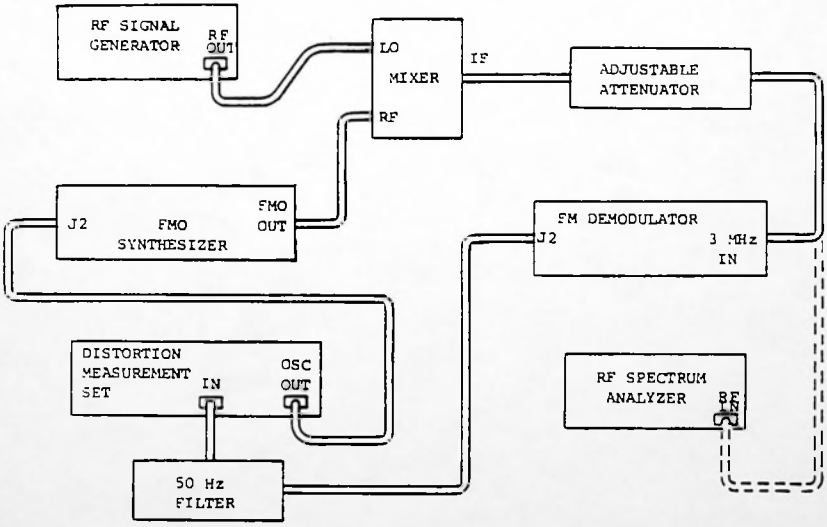

Figure 6-13. Test setup for FMO adjustment.
1. Connect the equipment as shown in Figure 6-13.